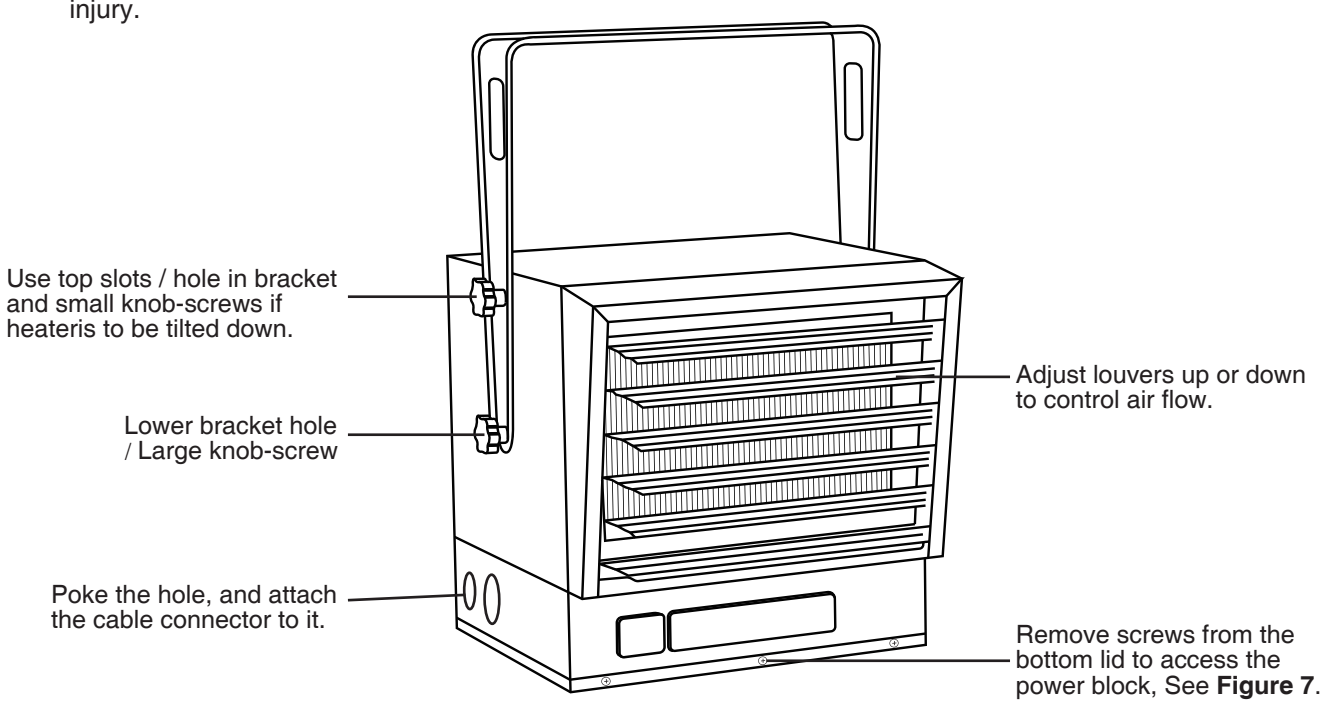

**Figure 4**
3. Aim the heater horizontally or tilted by aligning the upper bracket holes with the top threaded holes on the heater and secure with the small knob-screws and tighten all (See **Figure 4**).
See **Figure 4**.
1. With the power off at the breaker, remove the screw from the bottom lid to access the power block of the heater (See **Figure 4**).
2. Poke the hole at the side of the heater. Attach the cable connectors to the hole (See **Figure 4**) and slide the wire through the cable connector.